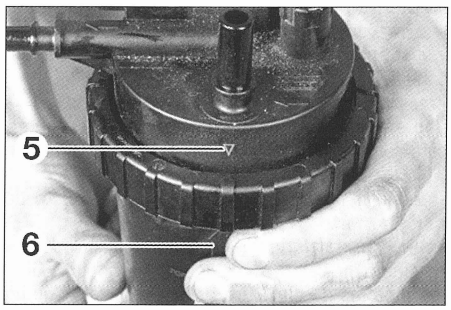

FIG. 32
- apretar y alinear la marca (5) de la carcasa con la marca (6) del cuerpo de filtro **(fig. 32).**